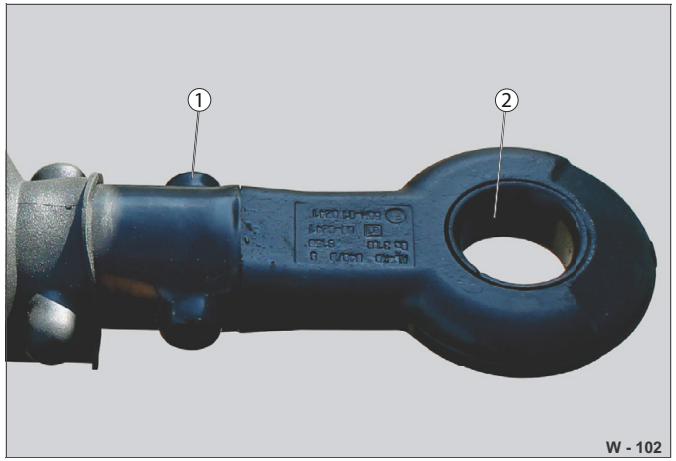

Abb. 54 Namazání oka oje
▶ Namažte opotřebitelné pouzdro (Abb. 54/2) a zaoblenou oblast oka oje dlouhodobým vysokotlakým mazivem.
▶ Dotáhněte šroubové čepy (Abb. 54/1).